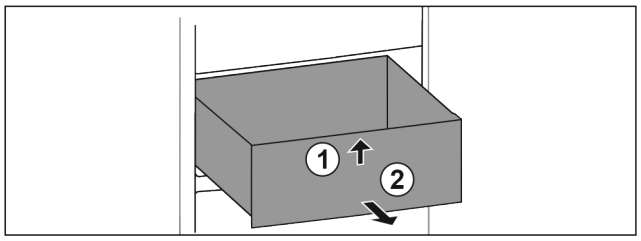

Fig. 107
▶ Schubfach vorne anheben. *Fig. 107 (1)*
▶ Schubfach nach vorne entnehmen. *Fig. 107 (2)*